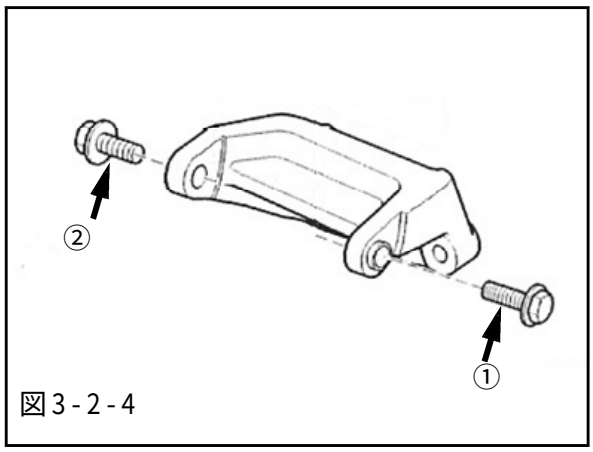

図3-2-4
(6)エアコンコンプレッサマウントブラケットを車両に取付けてください。この際、コンプレッサ取付けボルトはベルトの異音、ゆるみ防止のため図3-2-4で示した順序で締付けてください。(図3-2-4)